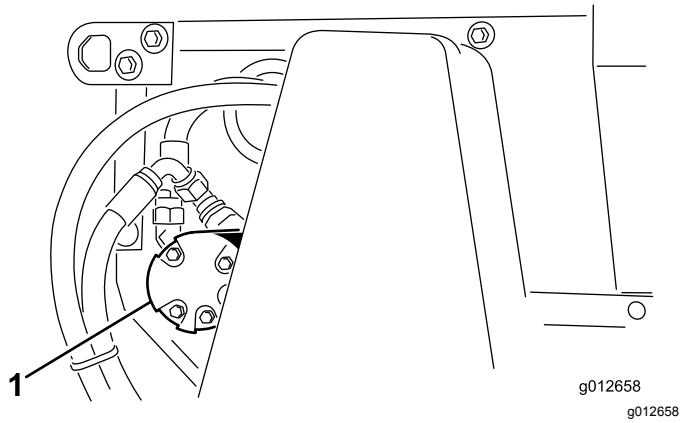

Figuur 39
2. Zet de moeren los waarmee de motor van de borstel (Figuur 39) aan de linkerkant van de machine bevestigd is.